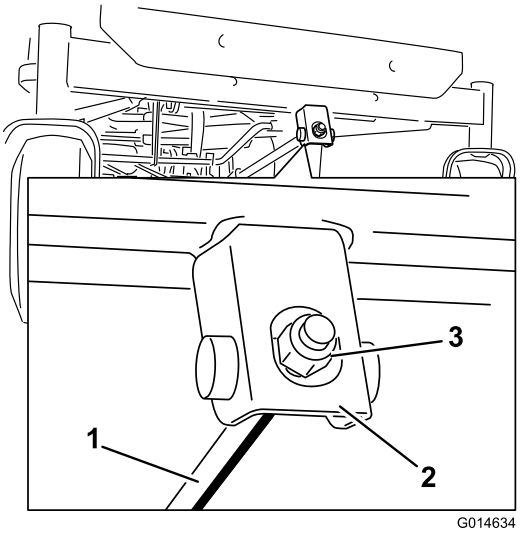

Figur 66
6. Den langsgående knivhældning justeres ved at dreje justeringsmøtrikken forrest på plæneklipperen (Figur 66).